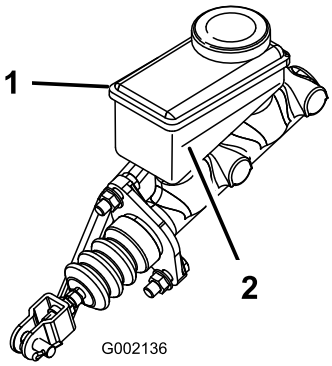

Figura 68
5. Observe o nível do fluido na parte lateral do reservatório (Figura 68).
B. Adicione fluido dos travões DOT 3 ao reservatório até o nível do fluido estar acima da linha de mínimo (Figura 68).